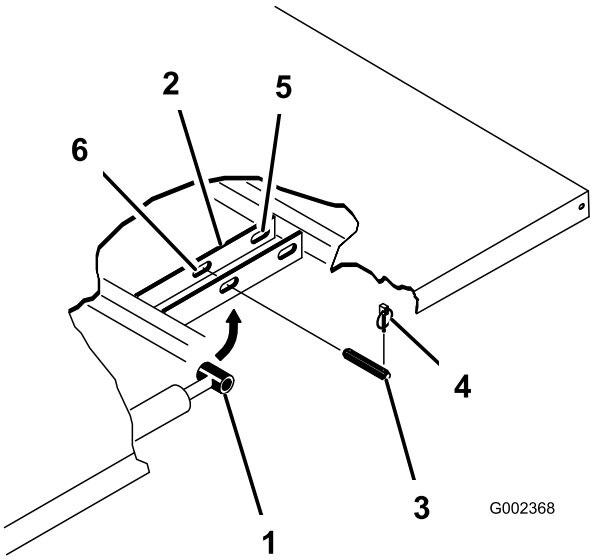

Figur 33
3. Tag ringstifterne af de yderste ender af cylinderstangens gaffelbolte (Figur 33).
4. Afmonter de gaffelbolte, der fastgør cylinderstangens ender til ladmonteringspladerne, ved at skubbe boltene indad (Figur 33).
5. Afmonter de ringstifter og gaffelbolte, der fastholder aksebeslagene på stelkanalerne (Figur 33).